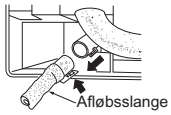

Fig. 2
3) Træk afløbsslangen ud bagest til venstre på indendørsenheden. (Fig. 2)